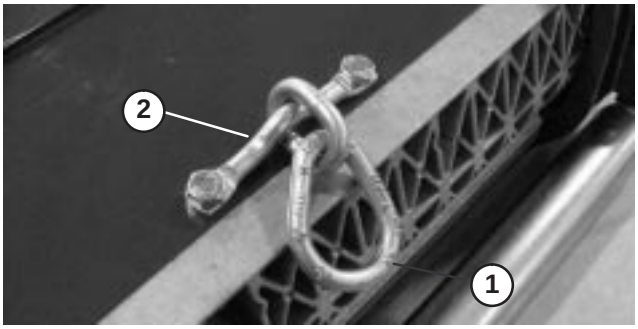

Figure 3
- Install chain link to top of cutting unit with mounting bracket and (2) capscrews. Torque capscrews to 25–30 ft–lbs. (34–40 N·m). Large end of link to hook on traction unit suspension (Fig. 3).